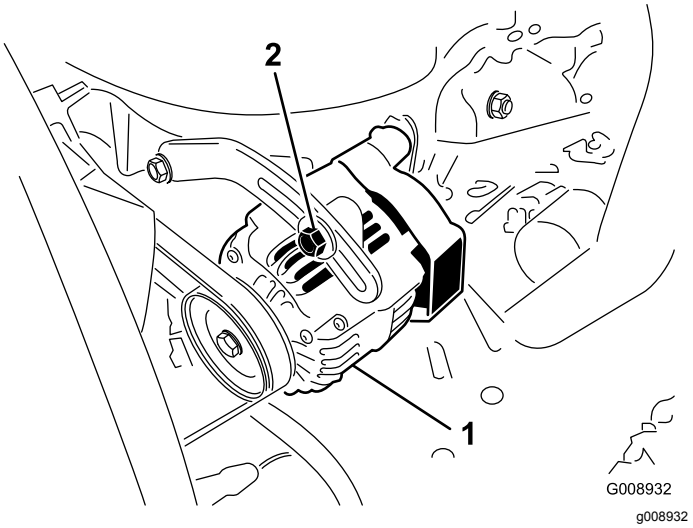

**Rysunek 45**
2. Jeżeli ugięcie nie wynosi 10 mm, poluzuj śruby mocujące alternator (Rysunek 45).